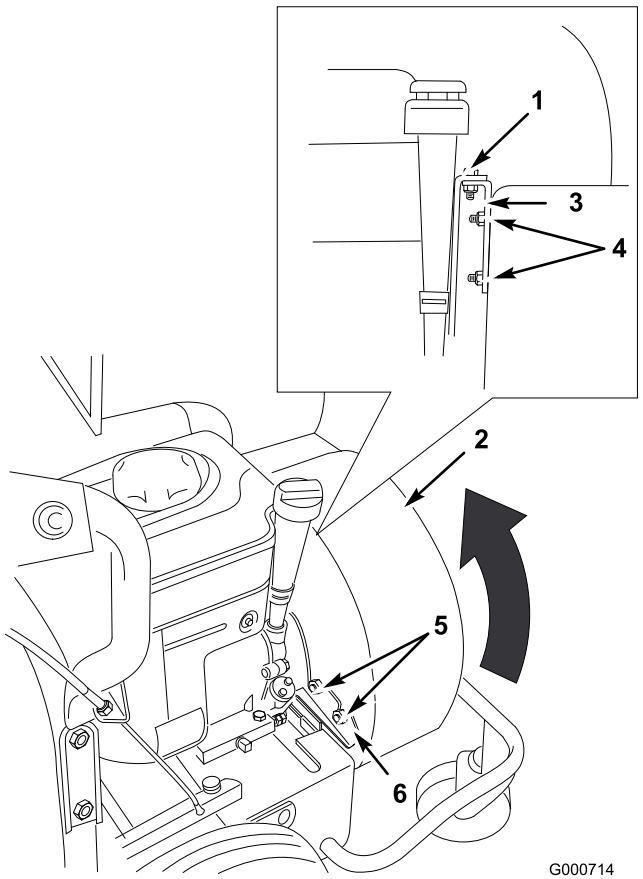

Figur 22
6. Ta bort den bult som säkrar blåsarhuset på motorfästet (Figur 22).
7. Ta bort de två låsmuttrar som säkrar huset vid motorfästet och ta bort fästet (Figur 22).
9. Ta bort de två låsmuttrar som säkrar huset på stabiliseringsfästet (Figur 22).